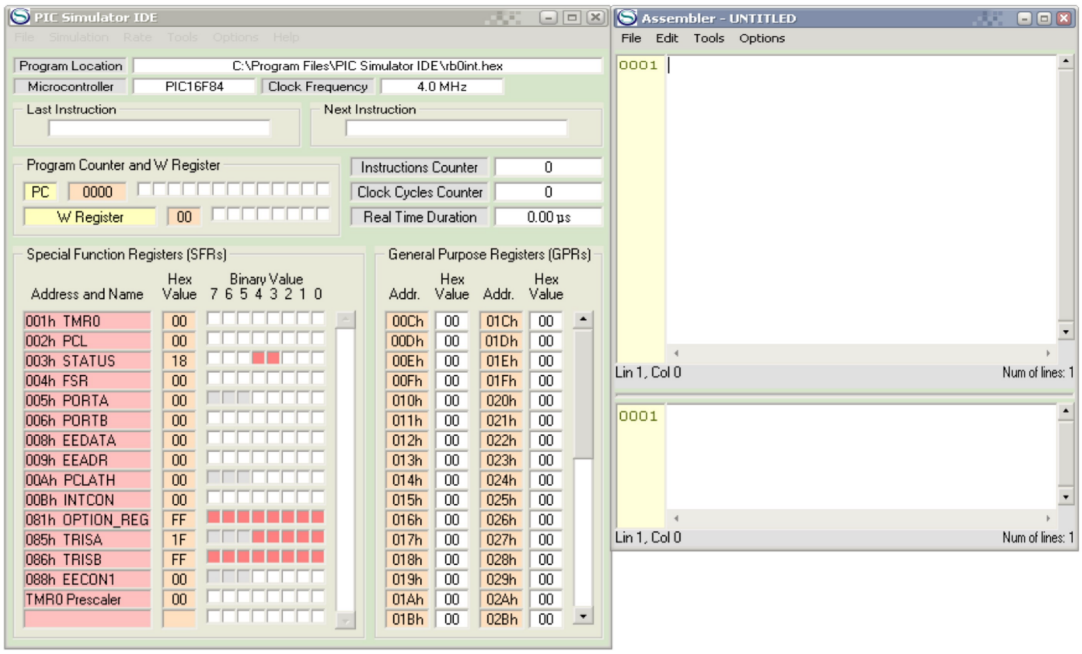

Рис. 2 Вікно симулятора з відкритим вікном Assembler
1. Натиснути Options | Assembler. Відкриється вікно компілятора Assembler – UNTITLED (рис. 2);
4. Натиснути Tools і у вікні, що розкриється, вибрати «Assembler». Відкриється вікно компілятора «Assembler – UNTITLED» (рис. 2);